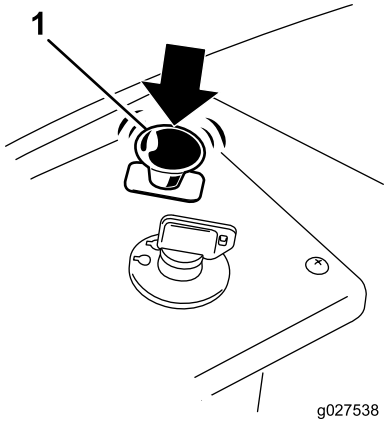

Figur 12
1. Udkobl skæreknivene ved at flytte kontakten til regulering af skæreknive til positionen FRA().Figur 12